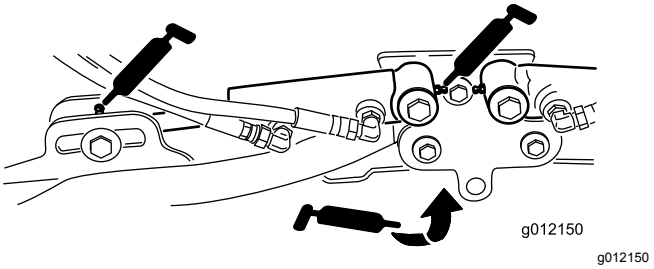

Figur 76
- Klippenheternas lyftarmscylindrar (2 var) (Figur 76)
- Lyftarmens svängtappar (1 var) (Figur 76)